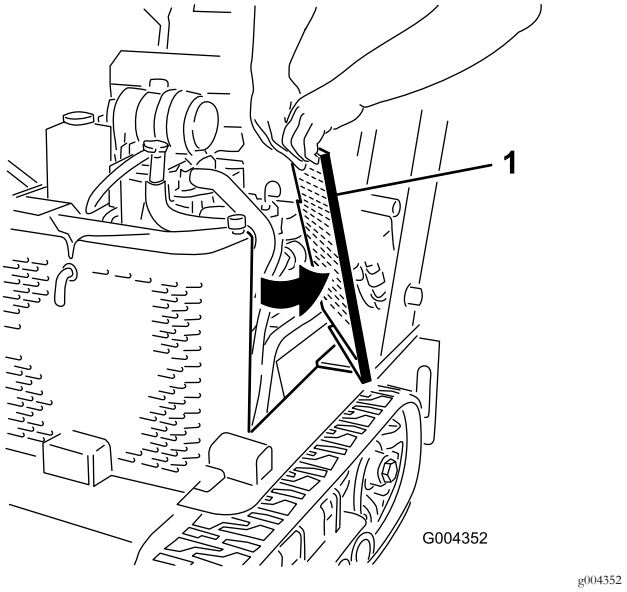

Figur 33
2. Skjut sidoskärmarna (Figur 33) uppåt och ut ur skårorna i frontskärmen och ramen.